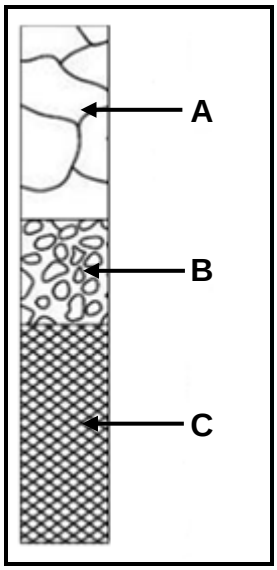

FIGUUR 3.2 (3)
3.2 FIGUUR 3.2 hieronder toon die uitgloeiingsproses gedurende hittebehandeling. Benoem komponente **A**–**C**.